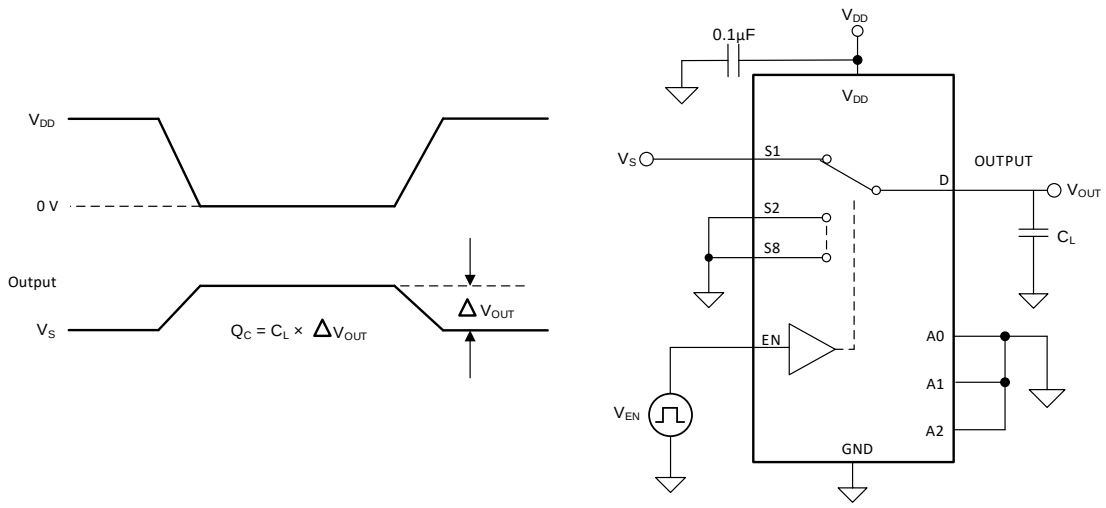

図 13. Charge-Injection Measurement Setup
The TMUX1208 and TMUX1209 have a transmission-gate topology. Any mismatch in capacitance between the NMOS and PMOS transistors results in a charge injected into the drain or source during the falling or rising edge of the gate signal. The amount of charge injected into the source or drain of the device is known as charge injection, and is denoted by the symbol Q_C. 図 13 shows the setup used to measure charge injection from source (Sx) to drain (D).